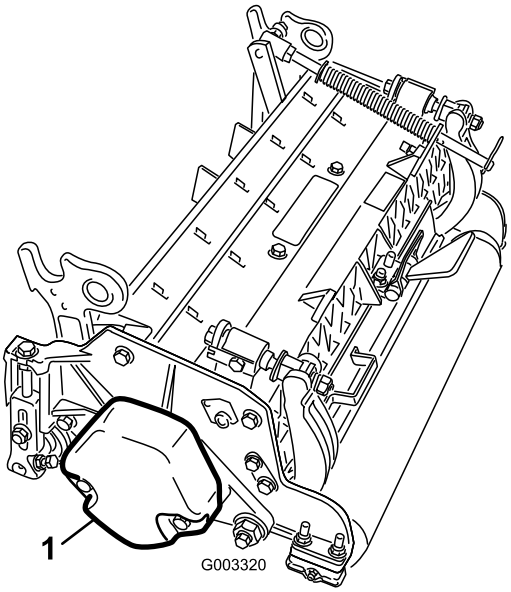

Figur 4
4. Sørg for, at kontravægten (Figur 4) er monteret i den rigtige ende af klippeenheden som beskrevet i *betjeningsvejledningen til klippeenheden*.